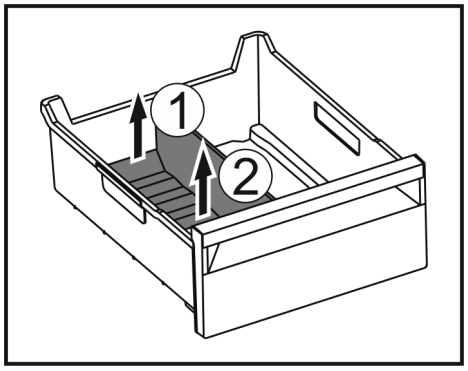

Fig. 114
▶ Hinteren Teil des Eisfach-Trenners anheben. *Fig. 114 (1)*
▶ Eisfach-Trenner nach oben entnehmen. *Fig. 114 (2)*